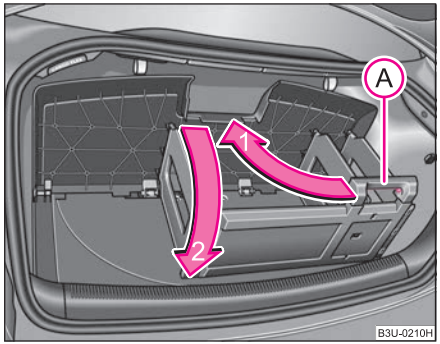

Fig. 83 Lowering folding box
– Press the bottom part of the handle (A) ⇒ fig. 83 and fold the compartments in direction of arrow **1**. The compartments must be heard to engage in the lid. ▶